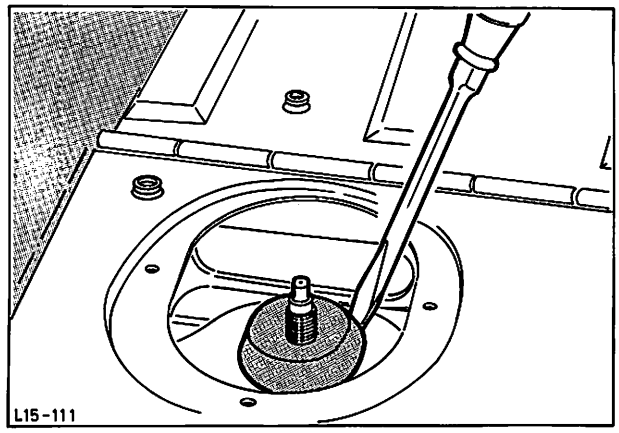

Abb. 177 Gummiring nach oben aus dem Bodenblech drücken (Kombi gezeigt)
3. Gummiring nach oben aus dem Bodenblech herausdrücken. Abb. 177.